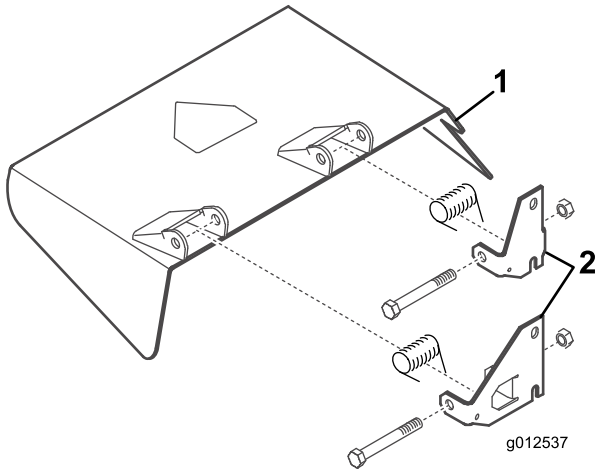

Figur 8
4. Bruk skruene, låsemutterne og fjærene som du fjernet tidligere, til å montere de nye svingbrakettene på avlederfestene (Figur 8). Mutterne må ikke trekkes til for hardt, det må være mulig for brakettene å svinge. Oppbevar denne enheten for bruk ved sideutslipp.